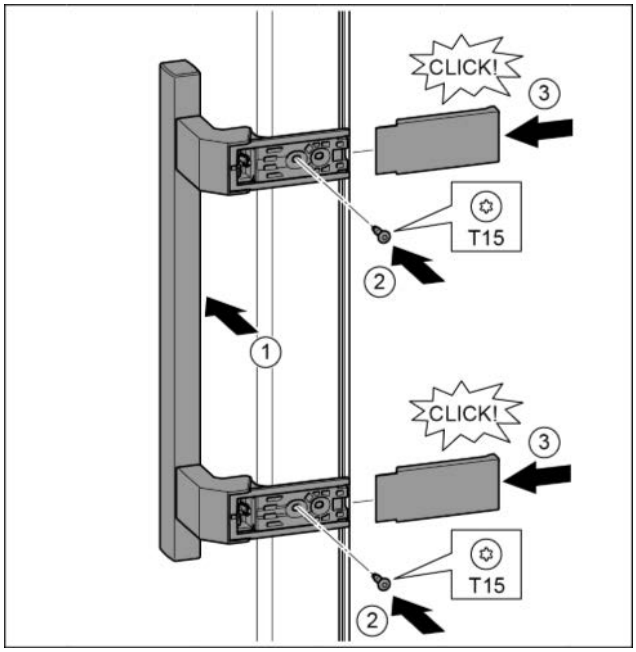

Fig. 35
▶ Установить ручку на противоположной стороне. *Fig. 35 (1)*
▶ Затянуть винты отверткой T15. *Fig. 35 (2)*
▶ Установить крышки сбоку и надвинуть. *Fig. 35 (3)*